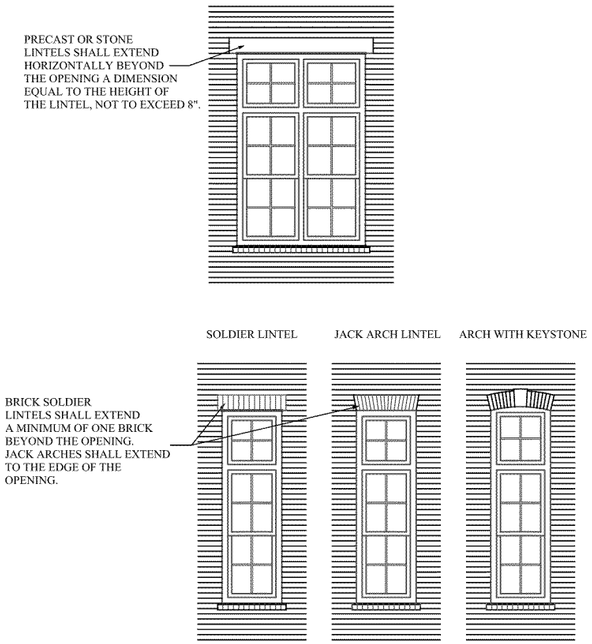

*Figure 16*
- Brick soldier lintels (i.e., jack arches) shall extend a minimum of one brick beyond the opening and may project between 1/2" and 3/4" beyond the wall surface. See Figure 16.